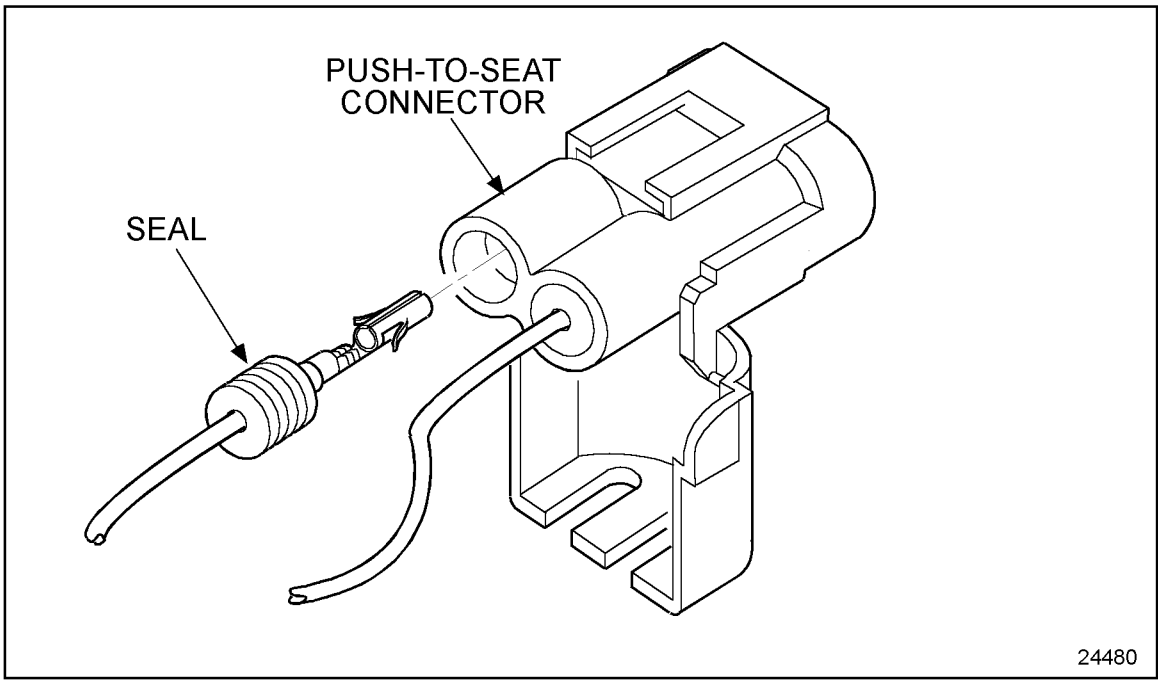

Figure 8-41 Inserting Terminal in Connector
8. Push the crimped terminal into the connector until it clicks into place. Gently tug on the cable to make sure it is secure. See Figure 8-41.